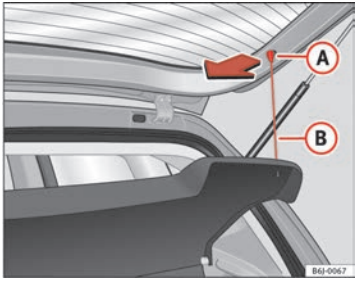

Fig. 84 Rear shelf
– Disengage the loops ⇒ fig. 84 (B) from the retaining pins (A)